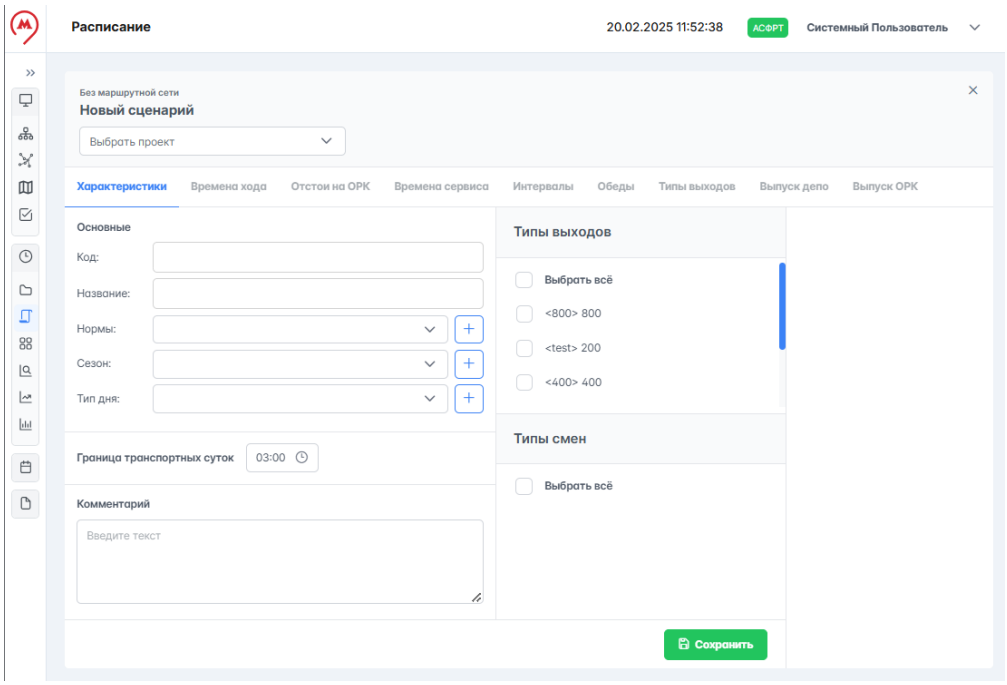

Рисунок 186 – Создание сценария
1. Нажать на панели управления, справа от таблицы данных отроется окно "Новый сценарий", вкладка "Характеристики" (рисунок 186).